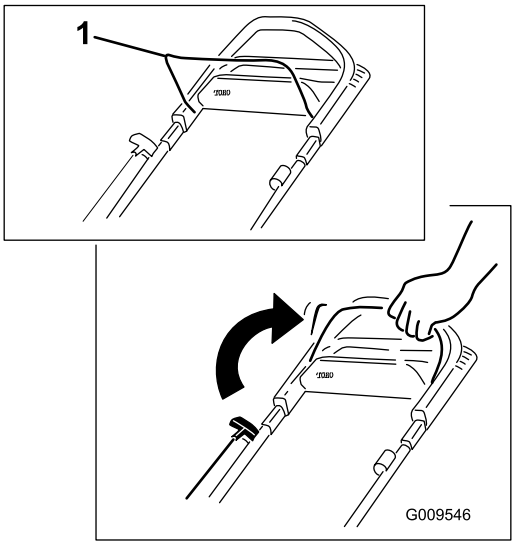

Figura 13
1. Sujete la barra de control de la cuchilla contra el manillar (Figura 13).